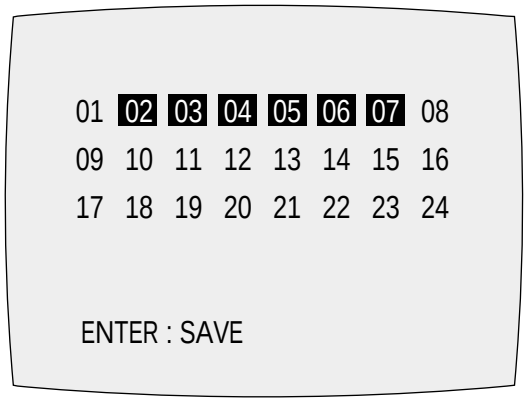

Fig. 5-14
2) Press the “PROG.” button of remote control about 5 seconds then option setting display is appeared. (See Fig. 5-14)
4) If selecting the option number is completed, press the “PLAY” button of remote control. (If “PLAY” button is pressed, the selected number is changes reversed color. ; See Fig. 5-14)